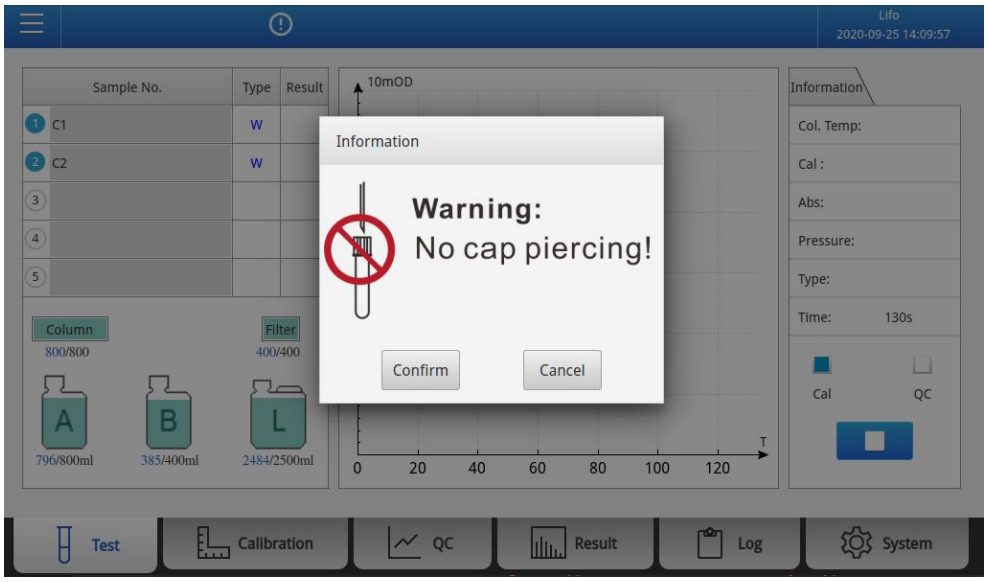

Fig. 8-4 Warning interface
4) Click the "▶" button and the **Fig.8-4** will be displayed.
Fig. 8-4 test interface